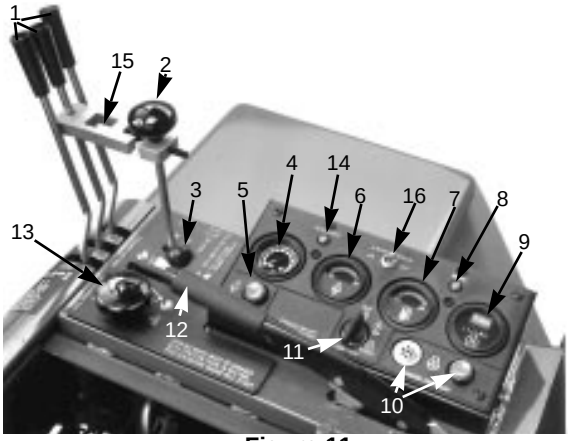

Figure 11
Velocímetro (Fig. 11)—Indica a velocidade no solo à qual a máquina se está a deslocar. Deve ser usado com o limitador da velocidade no solo e o controlo da velocidade do tambor para se obter uma taxa apropriada para aparar a relva.
Comandos do levantamento da unidade de corte (Fig. 11)—As duas alavancas externas levantam e descem as duas unidades de corte externas. A alavanca central levanta e desce as duas unidades de corte dianteira e central. Quando as unidades de corte estão levantadas, os tambores param automaticamente. Não deixe que as alavancas se movam para ponto morto, porque senão as unidades de corte podem não se flutar livremente.
Ligação de corte cruzado (Fig. 11)—Usada com a alavanca de levantamento da unidade central da alavanca de corte de relva/afiação durante o corte cruzado de relva.
Indicador da temperatura do refrigerante (Fig. 11)—Indica a temperatura do refrigerante do sistema.
Botão de eliminação do motor (Fig. 11)—Quando o botão é premido, o motor pode funcionar depois de ter sido submetido a revisão geral ou depois de ter parado automaticamente devido a uma avaria no sistema eléctrico. Use apenas durante intervalos curtos.
Medidor de combustível (Fig. 11)—Indica a quantidade de combustível no depósito.
Corta-circuitos (Fig. 11)—O corta-circuitos principal (40 amps) proteje os circuitos eléctricos principais do motor e equipamento opcional, como faróis. O corta-circuitos auxiliar (10 amps) proteje a instalação eléctrica para as luzes indicadoras e interruptores. Prima o botão para reajustar os corta-circuitos.
Conta-horas (Fig. 11)—Indica o número total de horas que a máquina já funcionou. **Nota:** Linhas circulando no pequeno visor do lado esquerdo do conta-horas indicam que este está a funcionar.
Indicador do pré-aquecedor do motor (Fig. 11)—Tem uma luz intensa quando os bujões incandescentes já aqueceram o suficiente.
Interruptor do pré-aquecimento do motor (Fig. 11)—Para arranque a frio, empurre e segure no interruptor até que o indicador tenha uma luz intensa.
Interruptor chave (Fig. 11)—Este interruptor tem três posições: “OFF” (Desligado), “ON” (Ligado) e “START” (Arranque). Gire a chave para “START” quando o motor começar a trabalhar. Para parar o motor, gire a chave para “ON”.
Alavanca do Travão de Aparcamento (Fig. 11)—Puxe a alavanca para cima para trancar o travão. Para desengatar o travão, puxe a alavanca para cima, prima o botão e desça a alavanca. O travão deve ficar engatado para poder dar arranque ao motor. Engate sempre o travão de aparcamento antes de abandonar o assento do condutor.
Alavanca de Afiação da Cortadora de Relva (Fig. 11)—Mova a alavanca para a frente para engatar as unidades de corte. Mova a alavanca para o centro para parar as unidades de corte. Para afiar as unidades de corte, levante a alavanca sobre a paragem e mantenha na posição traseira.
Comando da Velocidade do Tambor (Fig. 11)—Gire o botão da esquerda para a direita para aumentar a velocidade do tambor e da direita para a esquerda para diminuir a velocidade do tambor. Use o limitador da velocidade no solo para alcançar uma taxa correcta de desbaste da relva.
Comando do Estrangulador (Fig. 11)—Mova o comando para a frente para aumentar a velocidade do motor; mova para trás para diminuir a velocidade.
1. Sente-se no assento, coloque o pé fora do pedal de tração. Certifique-se que o travão de aparcamento está engatado (Fig. 11). O pedal de tração e a alavanca da unidade de corte da relva/afiação deve estar no ponto morto.
2. Se a temperatura do motor ou do ar for inferior a 45–50° F (7–10° C), prima e mantenha premido o interruptor de pré-aquecimento do motor até que a luz indicadora brilhe intensamente (Fig. 11). Depois solte o interruptor e passe para a 3ª. etapa do arranque do motor.
3. Mova o acelerador para marca “SLOW” (Lenta) e gire a chave de ignição para “START” (Arranque) (Fig. 11). Solte a chave quando o motor arrancar.